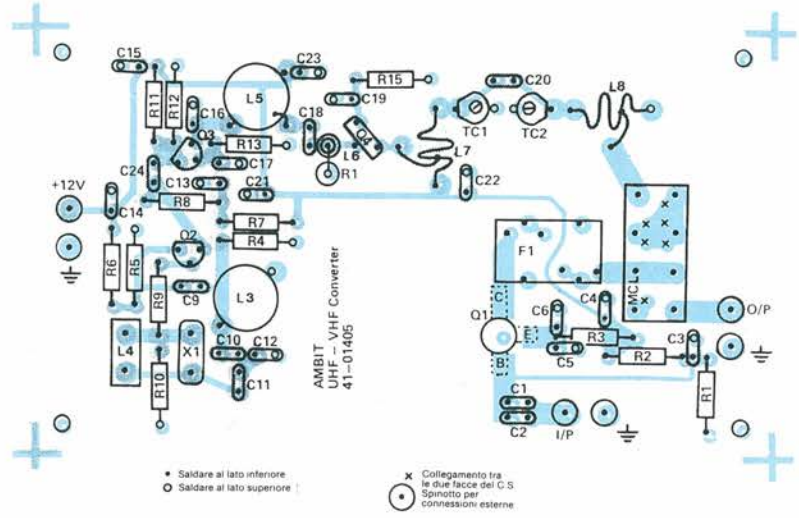

Figura 7. Disposizione dei componenti sul circuito stampato.
disposizione dei componenti in Figura 7, suggeriamo di attenersi al seguente ordine di montaggio:
4) Inserire e saldare tutti i resistori e i condensatori, fissando i relativi terminali di massa sul piano ramato superiore (nel punto contrassegnato con un circoletto sulla disposizione dei componenti, vedi Figura 7).
5) Montare TC1 e TC2 come mostrato sullo schema di Figura 7, in questo modo nella vite di regolazione sarà presente il potenziale di massa, facilitando le operazioni di taratura.